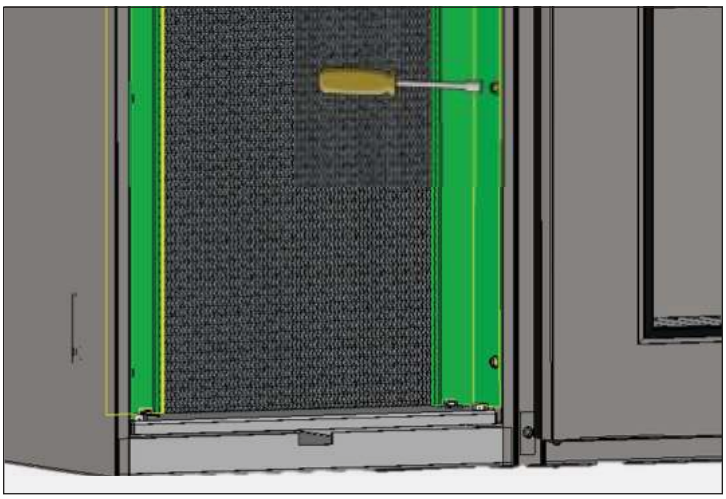

***Fig. 6.*** Remove the coil brackets.
7. Remove the condenser coil brackets. See fig. 6.